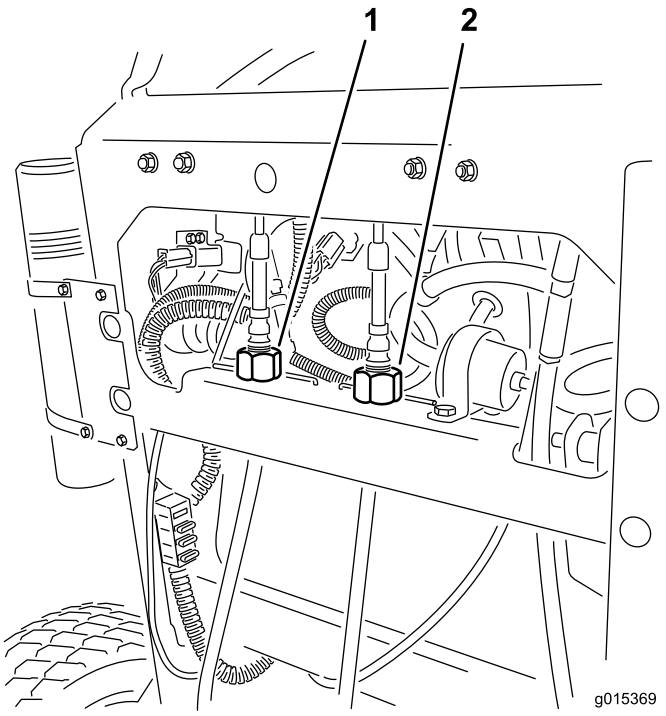

Figure 56
4. Tournez le dispositif de réglage du câble droit pour placer la commande de déplacement droite au centre de la fente de verrouillage au point mort du panneau de commande (Figure 56).